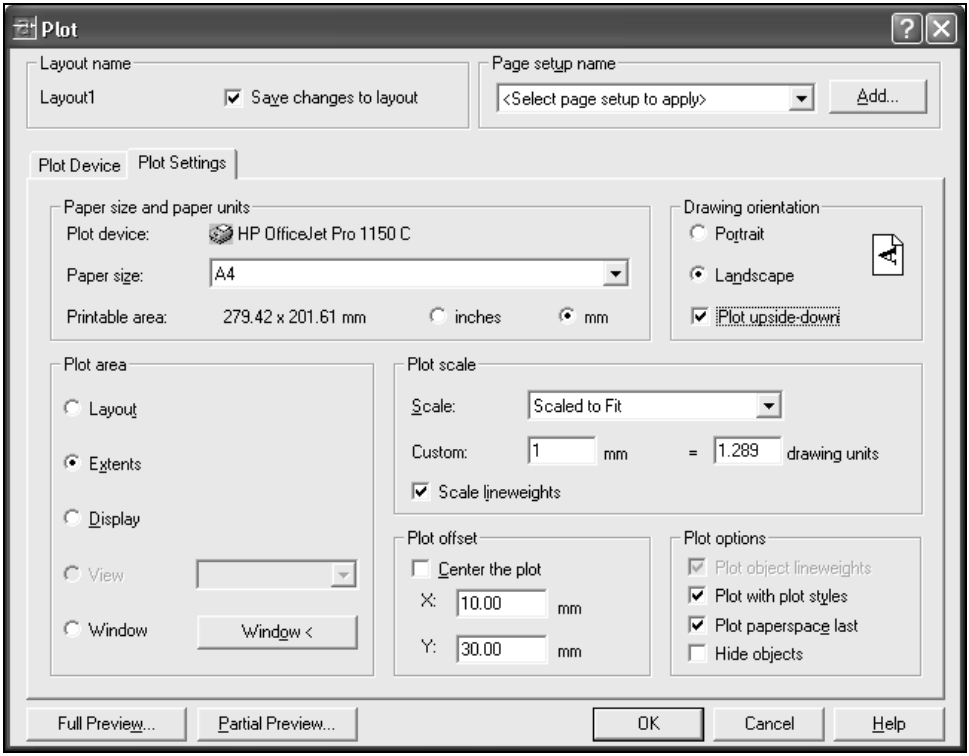

Рис. 5.1. Вкладка **Plot Settings** диалогового окна **Plot**
2. В открывшемся ДО **Plot** (Печать) (рис. 5.1) осуществить настройки, аналогичные настройкам в ДО **Page Setup - Layout1** (Параметры листа - Лист1).